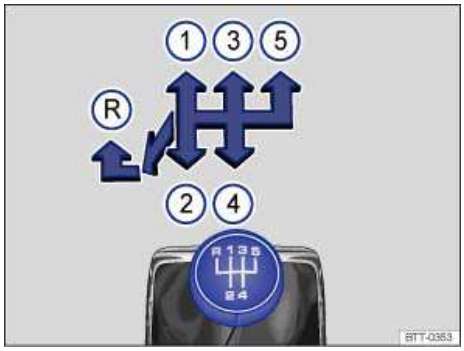
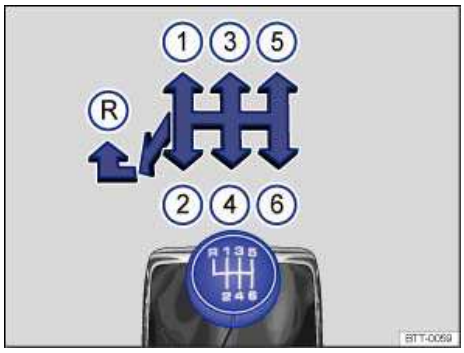

Fig. 120 Gearshift pattern of a 5-speed manual transmission.
Fig. 121 Gearshift pattern of a 6-speed manual transmission.
The positions of the individual gears are shown on the gearshift lever ⇒ fig. 120 or ⇒ fig. 121.
- Move the shift lever to the left and then push forward into the reverse gear position ⇒ fig. 120 (R) or ⇒ fig. 121 (R).